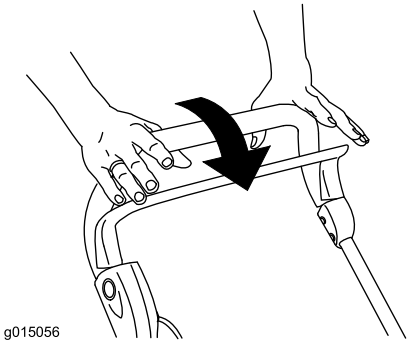

Figur 12
1. Släpp upp styrstången (Figur 12).